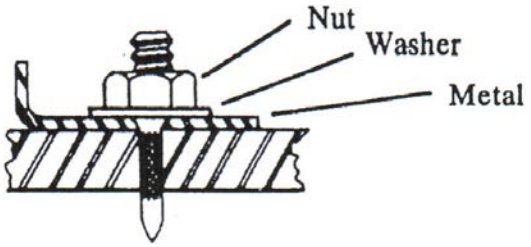

Figura 24
F. Sujeción de objetos o materiales movibles a acero (Figura 24).